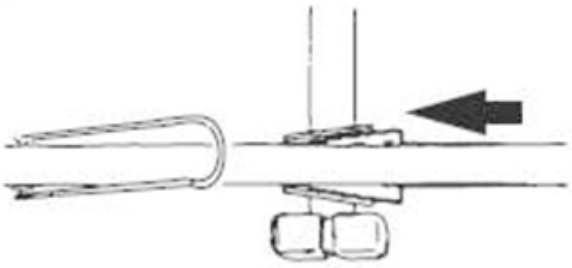

FIG. 6
- Installare i due supporti trasversali sul supporto orizzontale utilizzando i rispettivi alloggi (fig. 6).